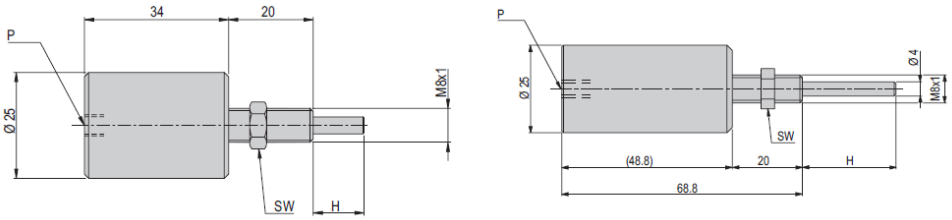

Fig. 17 Vérin supplémentaire RM 16 et vérin pos. intermédiaire RM 16/RMZ16 360
Un piston à double effet (1) situé à l'intérieur du boîtier (2) entraîne un arbre de pignon (3) monté sur roulement à billes. L'arbre de pignon fait aller et venir une crémaillère (4). La course de la crémaillère et donc l'angle de rotation de l'arbre de pignon peuvent être limités par deux vis de butée (5) (Fig.17).